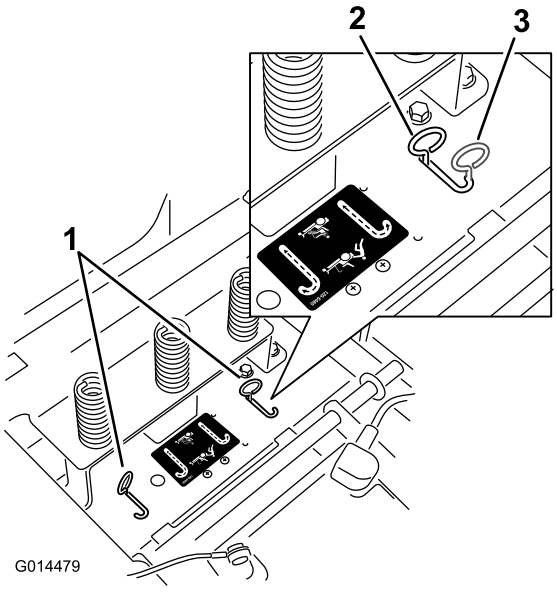

Figuur 25
4. Beweeg de omloophendels naar voren en vervolgens naar buiten om ze vast te zetten zoals getoond in Figuur 25 om de wielmotoren af te zetten. Doe dit voor elke hendel.
Beweeg de omloophendels naar binnen en terug in de horizontale sleuf (Figuur 25) om de wielmotoren in te schakelen.